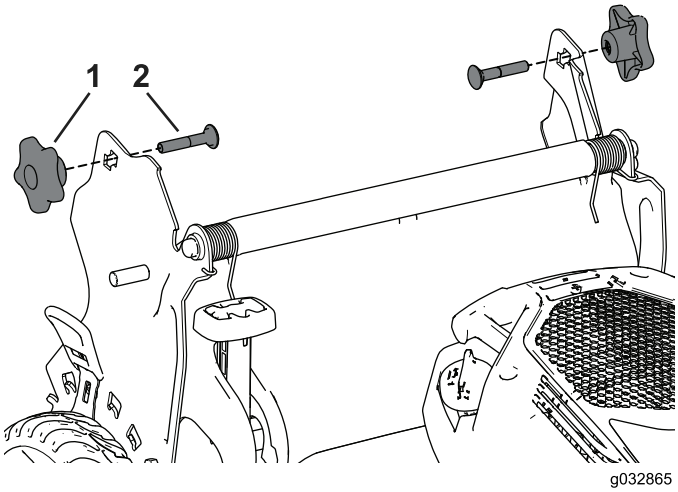

Figura 28
3. Insira um parafuso de carroçaria (com a cabeça do parafuso voltada para dentro) no suporte do manípulo e o orificio superior na extremidade do manípulo. Certifique-se de que as extremidades quadradas de cada parafuso de carroçaria encaixam no orifício quadrado superior ou inferior no seu suporte do manípulo correspondente (Figura 28).